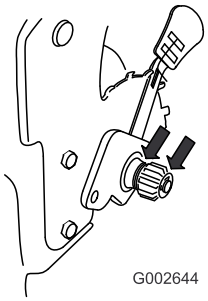

Figur 39
2. Applicera smörjolja på hjulets in- och utsida så som bilden visar Figur 39.